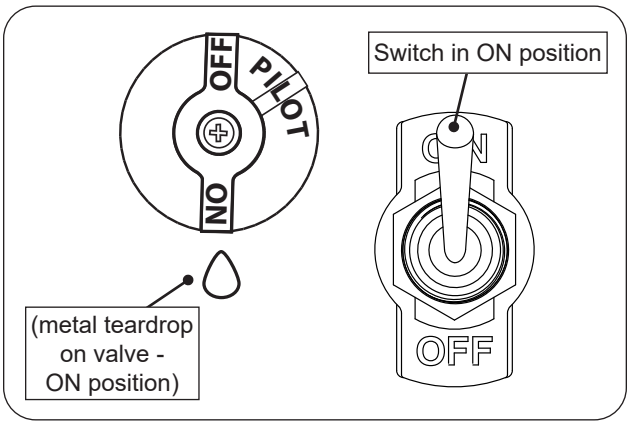

Fig. 24-1 Manual lighting
1. Ensure the pilot is burning. Turn the control knob counterclockwise to **ON** (see Fig. 24-1).
2. Flip the toggle switch to **ON** to ignite the burner (see Fig. 24-1).